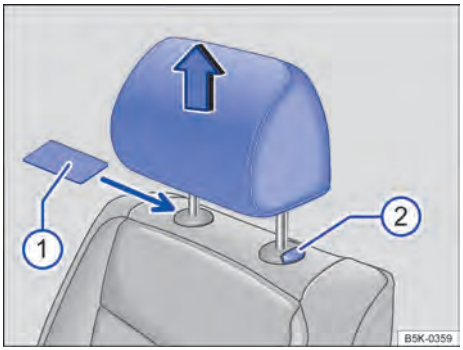

Fig. 46 Desinstalar o apoio para cabeça dianteiro ou traseiro.
- Se necessário, empurrar um objeto plano, por exemplo, um cartão de plástico, entre o revestimento do encosto do banco e a capa de cobertura da barra guia do apoio para cabeça ⇒ Fig. 46 ① para destravar.
- Retirar o apoio para cabeça com o botão ② pressionado. ▶